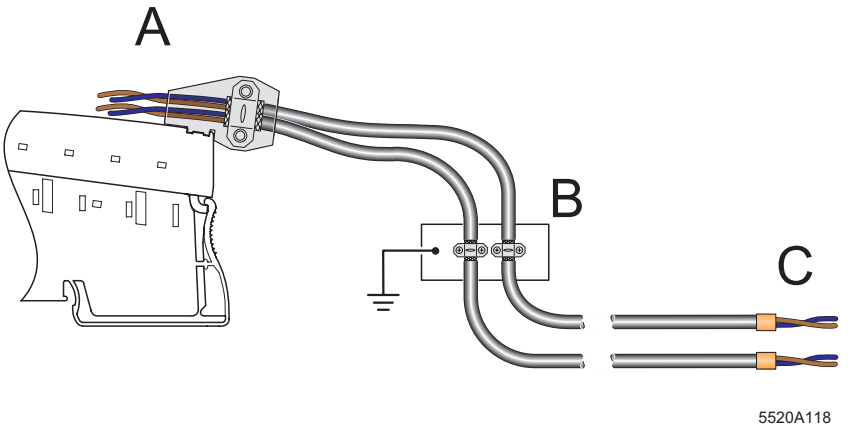

Bild 6 Anschluss von zwei analogen Sensoren mit einzelnen Leitungen
2 Wenn Sie zum Anschluss der Sensoren **zwei einzelne** Leitungen verwenden, sollten Sie zum Verhindern von Erdschleifen folgendermaßen vorgehen (siehe Bild 6):
- Montieren Sie vor der Inline-Klemme eine Sammelschiene mit Verbindung zum Erdpotenzial (B in Bild 6). Setzen Sie die Außenmäntel der beiden Leitungen an der entsprechenden Stelle ab und schließen Sie die Schirme beider Leitungen z. B. über eine Schirmklemme SK an (siehe Katalog „CLIPLINE“). Die Sammelschiene muss für jede Leitung die **einzige** Stelle sein, an der die Schirmung mit dem Erdpotenzial verbunden ist.
- Führen Sie die Leitungen weiter zu der Inline-Klemme und schließen Sie die Schirme wie oben beschrieben über den Schirmstecker an (A in Bild 6).
- Führen Sie die Sensorleitung **isoliert** an den Sensor (C in Bild 6).